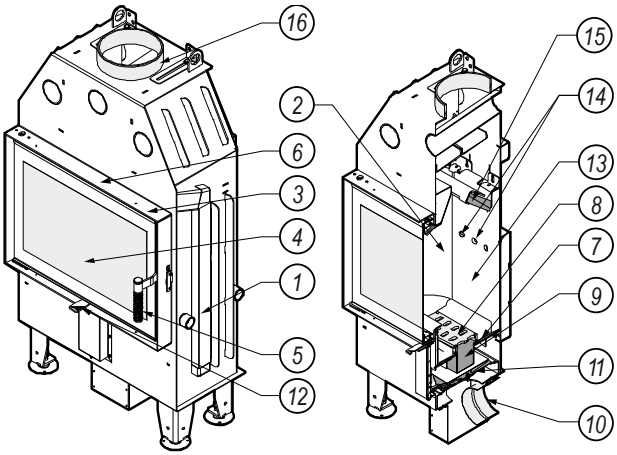

Abbildung 1. Aufbau des Kamineinsatzes DEFRO HOME INTRA.
Der Körper des Kamineinsatzes DEFRO HOME INTRA SLIM (1, Abb. 1, 2 und 3) besteht aus einem Stahlmantel, in dem der Feuerraum (2) integriert ist. Der Hauptbestandteil des Kamineinsatzes ist sein Boden mit der Verbrennungsluftzufuhr. Die Rückseite und die Seitenwände des Feuerraums sind mit feuerfestem Beton ausgekleidet. An der Frontseite des Feuerraums befindet sich die Stahltür (3) mit dem feuerfesten Glas (4) und dem Türverschluss (5).